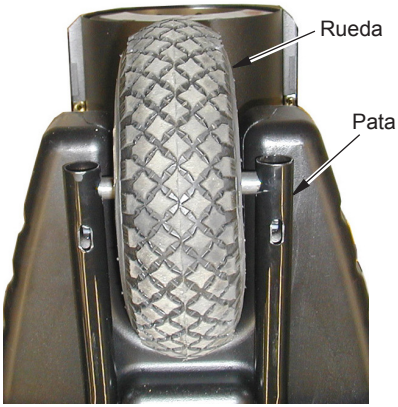

Figura 7 - Colocación de la rueda y el eje
7. Ensamble el eje de la rueda en los orificios frontales de las patas (consulte la figura 7).